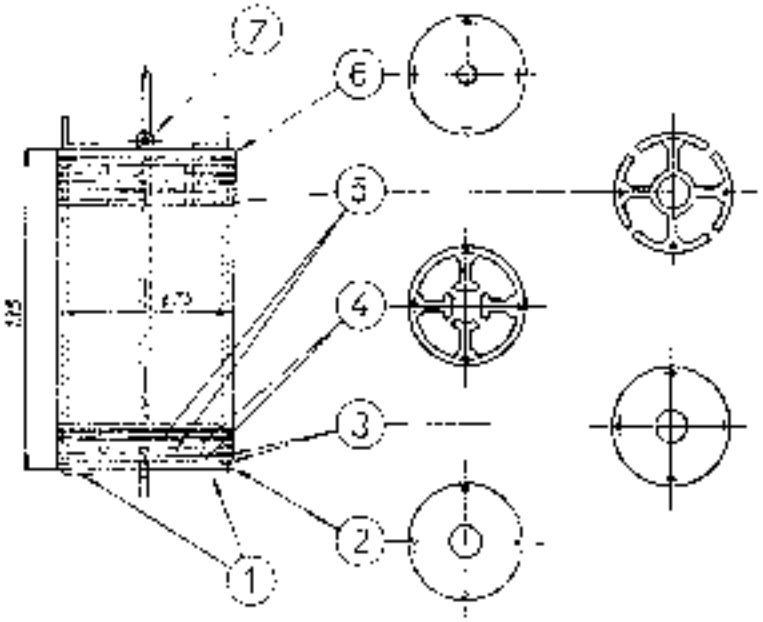

Fig. 39
To install the filter element use a hand vice (made according to Fig. 39).
Bottom cover (see Rel. No. 2, Fig. 39); paper filter plate (3); outer spacer ring (4); another paper filter plate (3), inner spacer ring (5), paper filter plate (3), outer spacer ring (4), etc. up to a height of approximately 135 mm or 5.32".
Having thus assembled the filter element pull it off the centre shaft of the vice, install the eye clips (7), as shown in Fig. 39, and bend their ends.